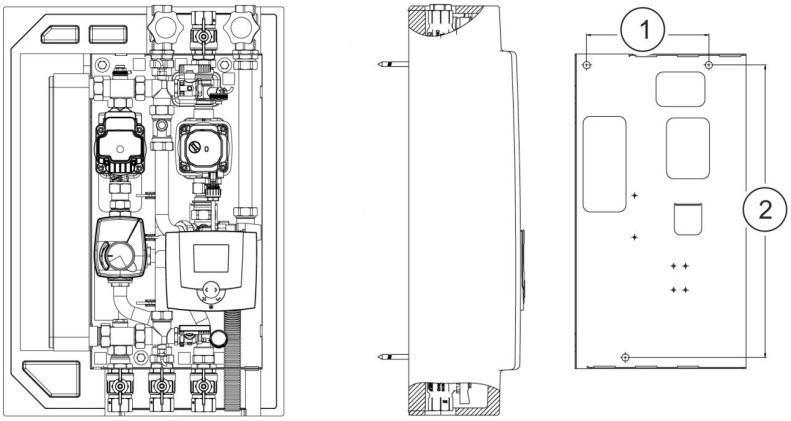

Fig. 20: Schema dei fori
4. Segnare i punti di perforazione (Fig. 20/1 + 2) sulla parete.